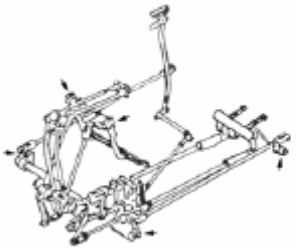

Рис. 4-18
b. Вращающийся вал механизма штока, связанного с педалью тормоза рис.4-18 (6 точек).